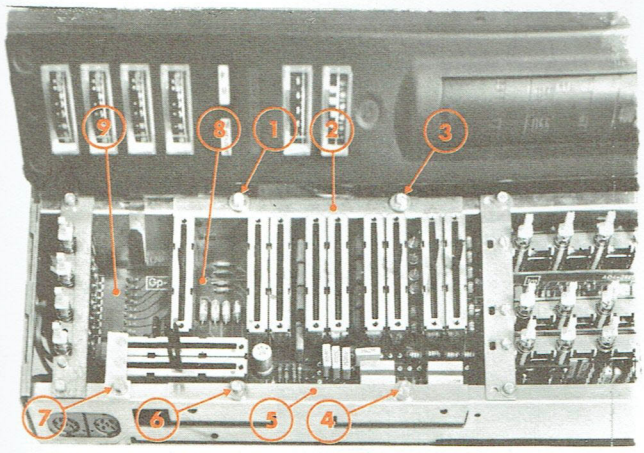

Fig. 17
**F - DÉMONTAGE ET ACCÈS AU CIRCUIT IMPRIMÉ DE TONALITÉS Pot COTÉ SOUDURES (Fig. 17).**